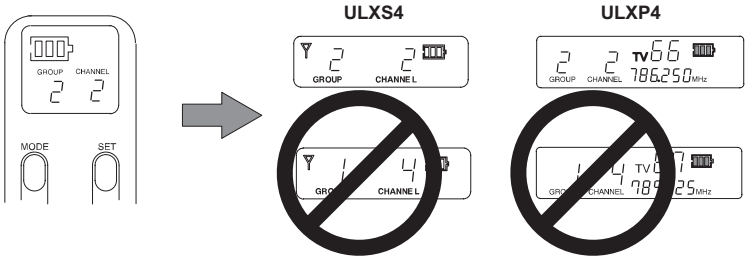

FIGURA 30
7. Accertatevi che le impostazioni di gruppo e canale del trasmettitore corrispondano a quelle del ricevitore, come illustrato in Figura 30. Se usate il trasmettitore Bodypack, fissatelo alla cintura, in vita o alla cinghia della chitarra mediante l’apposito fermaglio.